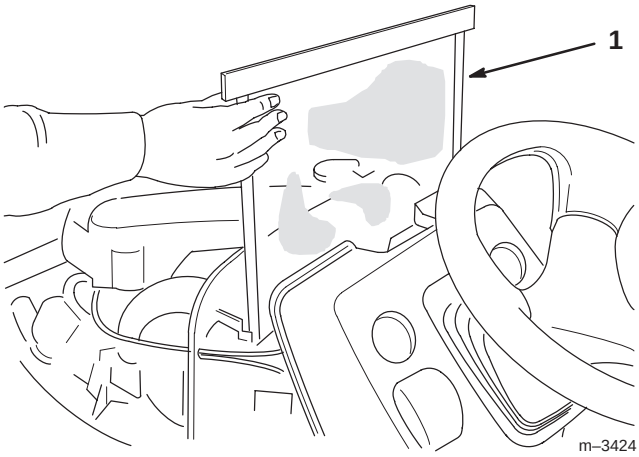

Bild 10
3. Das Kühlergitter (Bild 10) befindet sich zwischen dem Kühler und dem Armaturenbrett der Zugmaschine. Ziehen Sie es zum Entfernen aus seinem Halteschlitz heraus. Wischen oder waschen Sie alle Schmutzrückstände vom Gitter ab und bauen es wieder ein.